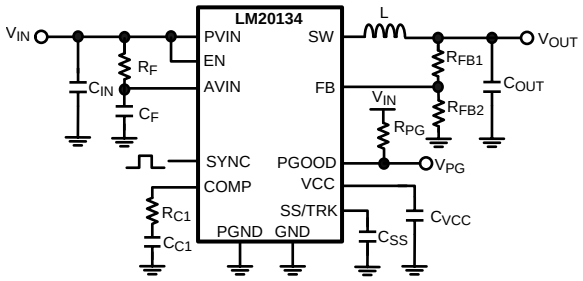

Figure 28. Typical Application Circuit
The LM20134 switching regulator features all of the functions necessary to implement an efficient low voltage buck regulator using a minimum number of external components. This easy to use regulator features two integrated switches and is capable of supplying up to 4A of continuous output current. The regulator utilizes peak current mode control with nonlinear slope compensation to optimize stability and transient response over the entire output voltage range. Peak current mode control also provides inherent line feed-forward, cycle-by-cycle current limiting and easy loop compensation. The internal oscillator can synchronize up to 1.5 MHz minimizing the inductor size while still achieving efficiencies up to 96%. The precision internal voltage reference allows the output to be set as low as 0.8V. Fault protection features include: current limiting, thermal shutdown, over voltage protection, and shutdown capability. The device is available in the HTSSOP 16-pin package featuring an exposed pad to aid thermal dissipation. The LM20134 can be used in numerous applications to efficiently step-down from a 5V or 3.3V bus. The typical application circuit for the LM20134 is shown in Figure 28 in the design guide.
This section walks the designer through the steps necessary to select the external components to build a fully functional power supply. As with any DC-DC converter numerous trade-offs are possible to optimize the design for efficiency, size, or performance. These will be taken into account and highlighted throughout this discussion. To facilitate component selection discussions the circuit shown in Figure 28 below may be used as a reference. Unless otherwise indicated all formulas assume units of amps (A) for current, farads (F) for capacitance, henries (H) for inductance and volts (V) for voltages.
To prevent high frequency noise spikes from disturbing the sensitive analog circuitry connected to the AVIN and AGND pins, a high frequency RC filter is required between PVIN and AVIN. These components are shown in Figure 28 as C_F and R_F. The required value for R_F is 1Ω. C_F must be used. Recommended value of C_F is 1.0 µF. The filter capacitor, C_F should be placed as close to the IC as possible with a direct connection from AVIN to AGND. A good quality X5R or X7R ceramic capacitor should be used for C_F.